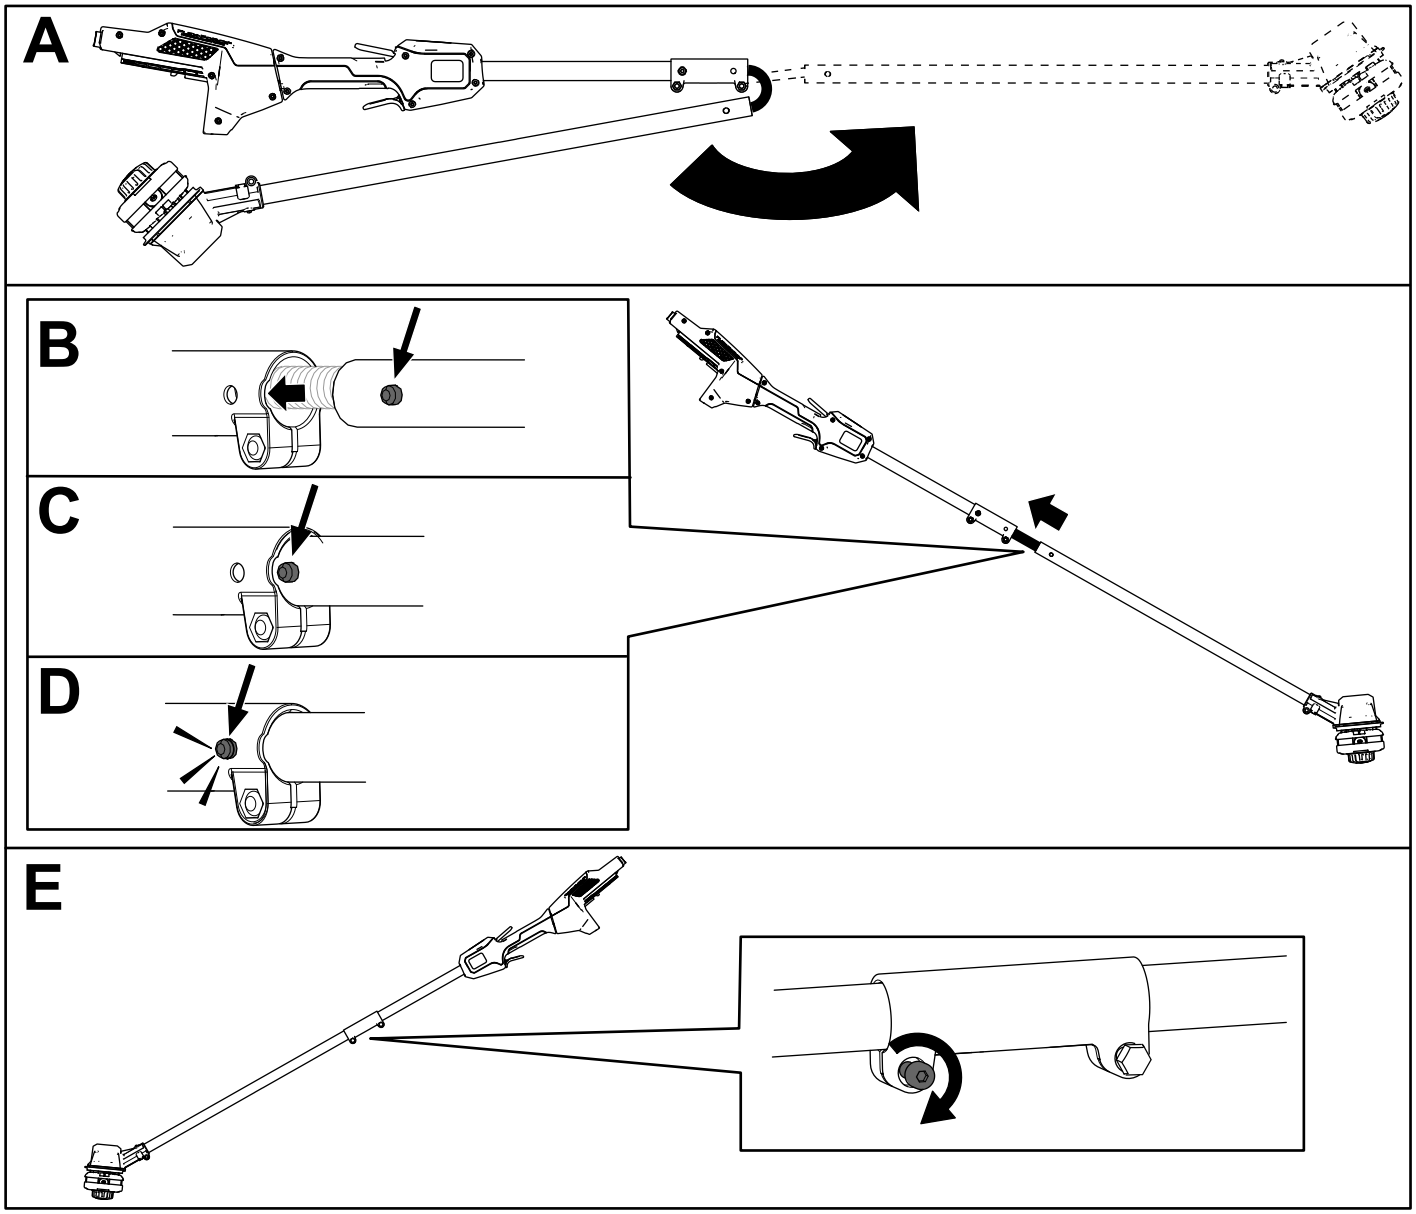

Figuur 1
1. Vouw de steel (A in Figuur 1) uit.
2. Lijn de vergrendelknop op het onderste deel van de steel uit met het sleufgat in het bovenste deel van de steel, en schuif de twee stelen in elkaar (B en C in Figuur 1).
Opmerking: De vergrendelknop klikt in het sleufgat als de twee stelen vast zitten (D in Figuur 1).
3. Draai de schroef op de steelbevestiging aan met de meegeleverde inbussleutel tot deze vast zit (E in Figuur 1).